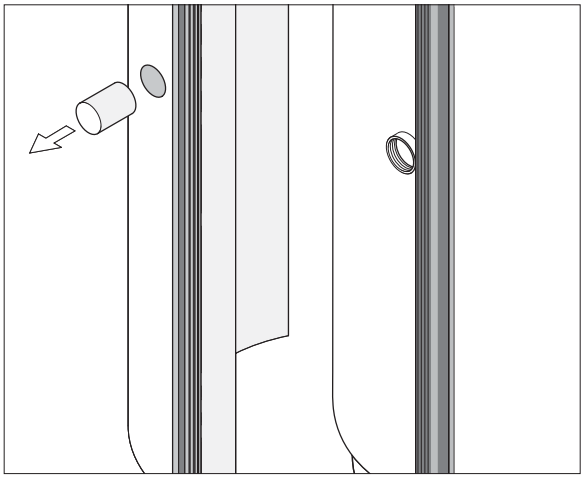

Abb. 10 Entfernen der vorgestanzten Manteldämmung.
- Dahinter befindliche, ebenfalls vorgestanzte Manteldämmung entfernen (s. Abb. 10).